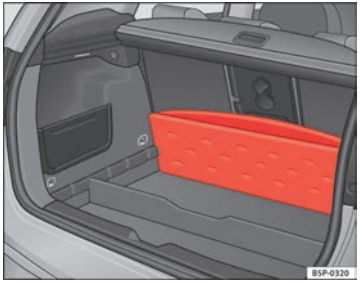

Fig. 106 Variable luggage compartment floor storage compartment
– Lift the luggage compartment floor and fold it back all the way ⇒ Fig. 106.